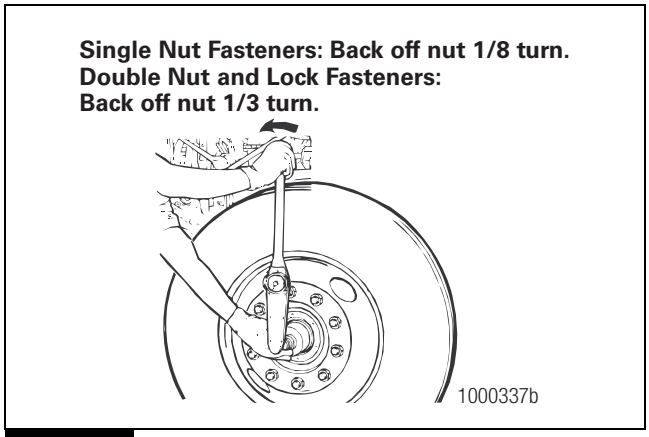

Figure 7.6
A. Back off the adjusting nut 1/8 turn. Figure 7.6.
A. Back off the adjusting nut. Figure 7.6.